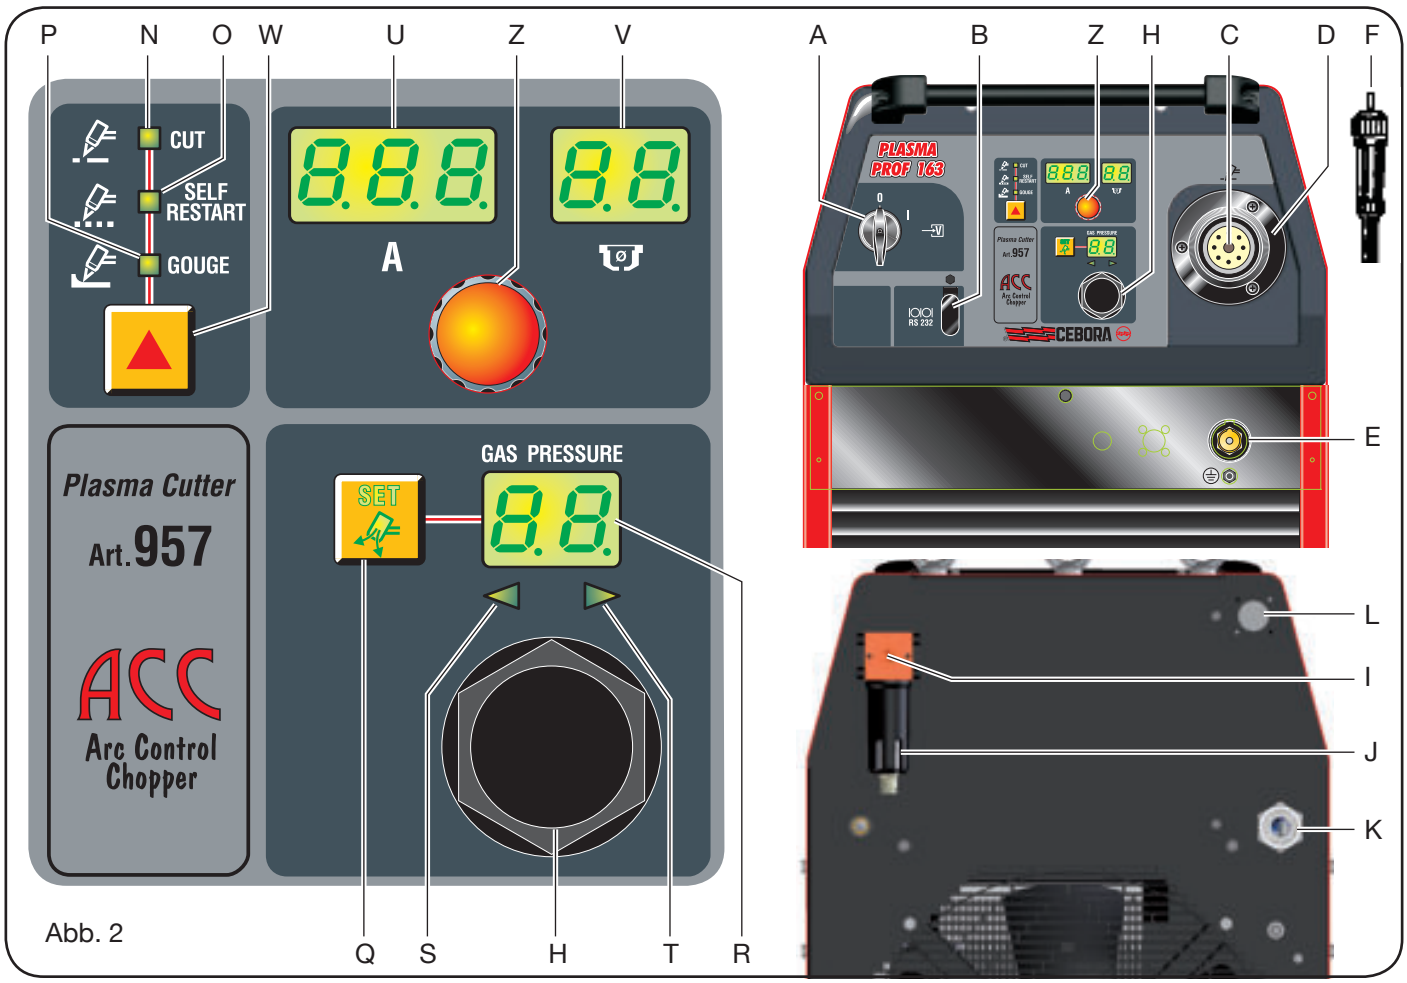

Abb. 2
2.2 BESCHREIBUNG DES GERÄTS (ABB. 2)
b) Bei Anschluss mit Netzstecker muss man einen Stecker verwenden, dessen Bemessungsstrom den Angaben auf dem Typenschild entspricht. In diesem Fall muss der Netzstecker dazu verwendet werden, die Maschine vollständig vom Netz zu trennen, nachdem der Schalter **A** (Abb. 2) auf “O” geschaltet wurde.